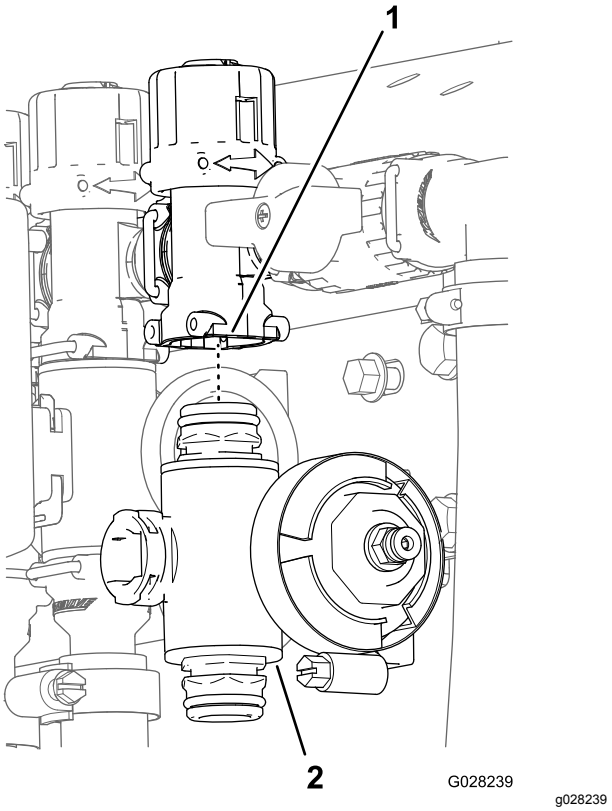

Figur 121
3. For venstre eller høyre bomseksjonsventiler: fjern flenshodeskruene og de flensede låsemutterne som sikrer seksjonsventilen(e) til ventilfestet, og fjern ventilmanifoldet fra maskinen. For midtre seksjonsventil: fjern seksjonsventilmanifoldet fra maskinen (Figur 121).